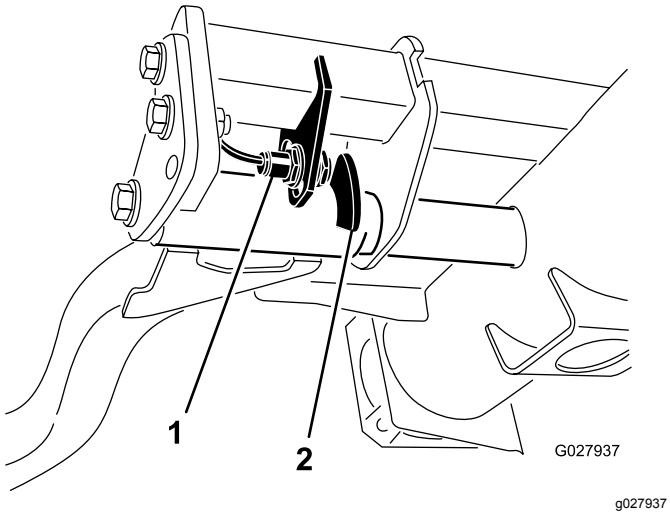

Figur 66
2. Løftearmskontakten er placeret under hydrauliktanken bag løftearmen forrest til højre (Figur 66).
3. Løsn kontaktens monteringsskruer, og flyt kontakten ned for at forøge løftearmens drejehøjde, eller flyt kontakten op for at mindske løftearmens drejehøjde (Figur 66).